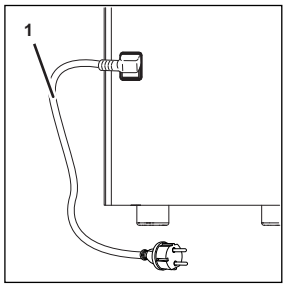

Fig. 15
a) Disconnect the AC power line (Fig. 15/1) from the unit.